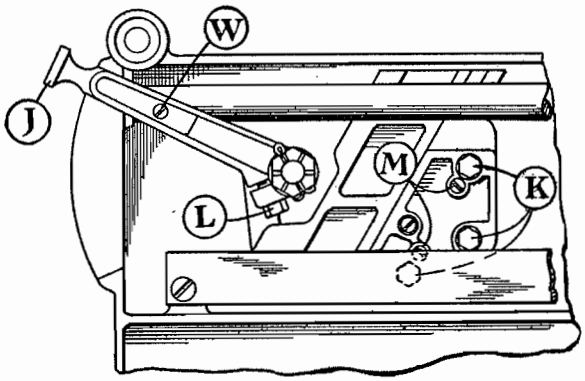

Fig. 3
(A) To Adjust Zero Point When the slice adjusting lever J is at the extreme right or zero position the gage plate should lie in the same plane as the face of the knife. If it does not, adjust as follows. First, turn the machine up on its side to expose the underneath parts, then loosen the screw L shown in Fig. 3. Move the gage plate up to the level of the knife face, and the lever to zero, then tighten screw L.
(B) To Take Up Looseness in Gage Plate Turn the machine on its side, loosen the three screws K slightly and then turn each of the two screws M a fraction of a turn to take up the looseness. Be sure to tighten the screws K again. (See Fig. 3).